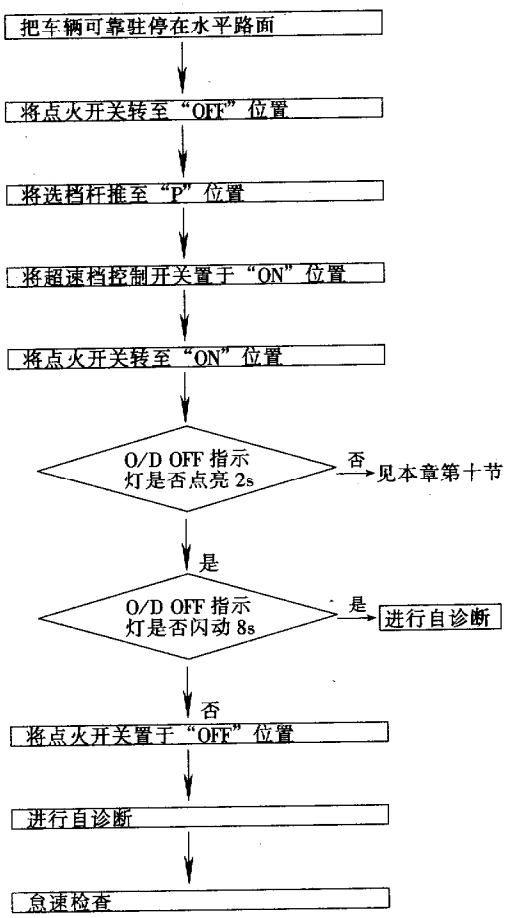

图 9-9-10 发动机起动前检查的流程图
(1) 发动机起动前的检查。发动机起动前检查的流程图如图 9-9-10 所示。